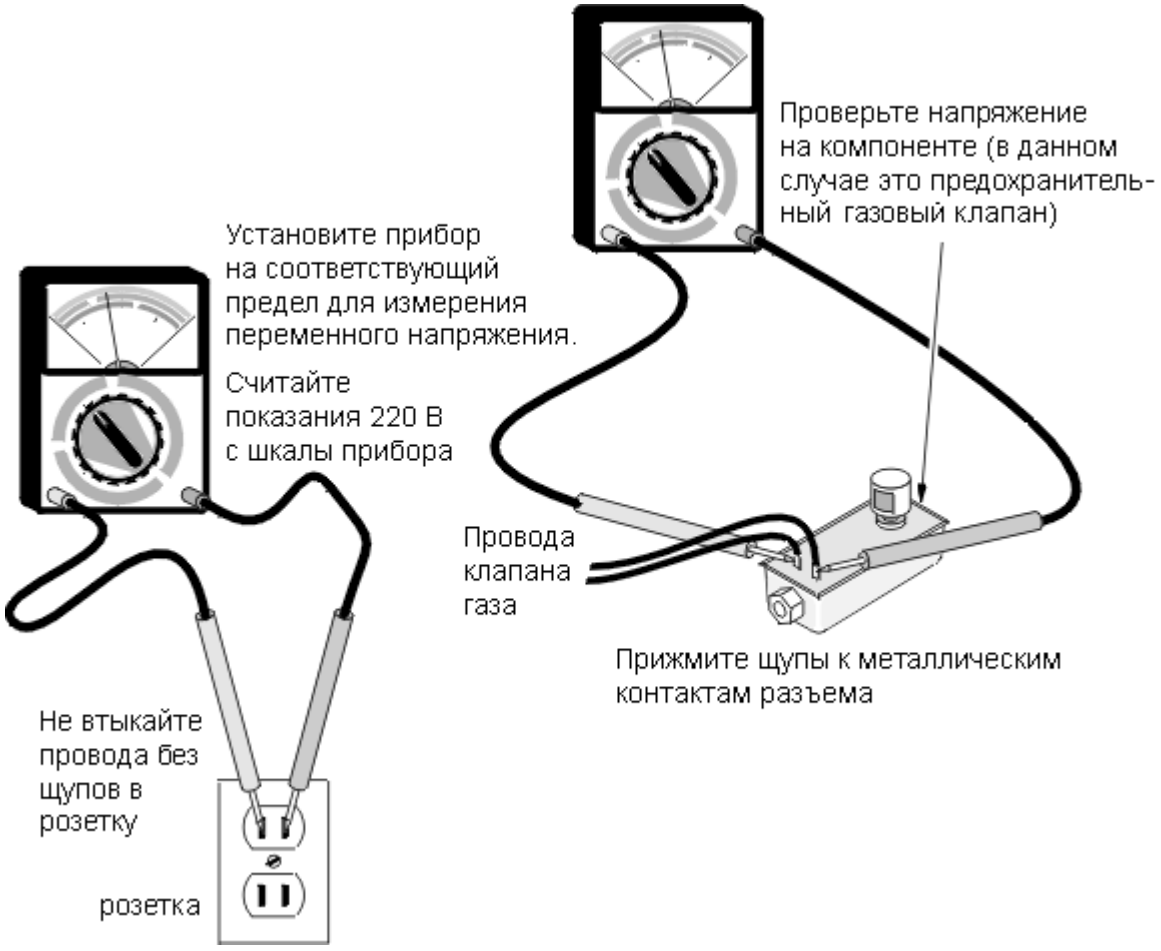

**Рисунок 2-С:** *Проверка напряжения*
**2-4 (B) Проводимость (сопротивление) (рис. 2-D)**